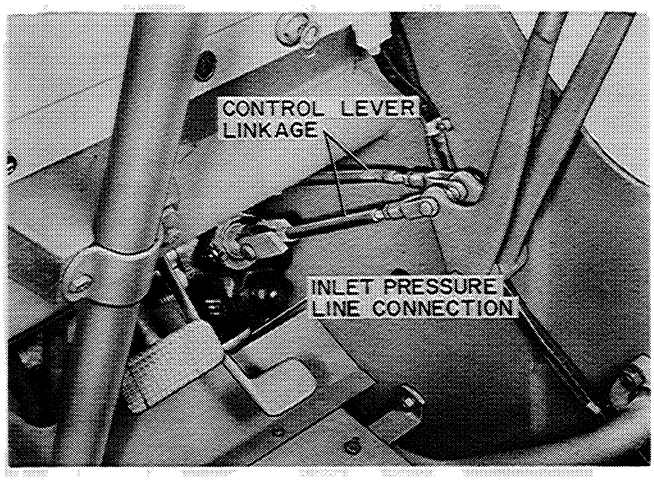

Figure D-56
3. Working from inside the loader cockpit, disconnect the control lever linkage from the control spools. Figure D-56. Remove the high pressure hydraulic inlet line from the bottom of the control valve.